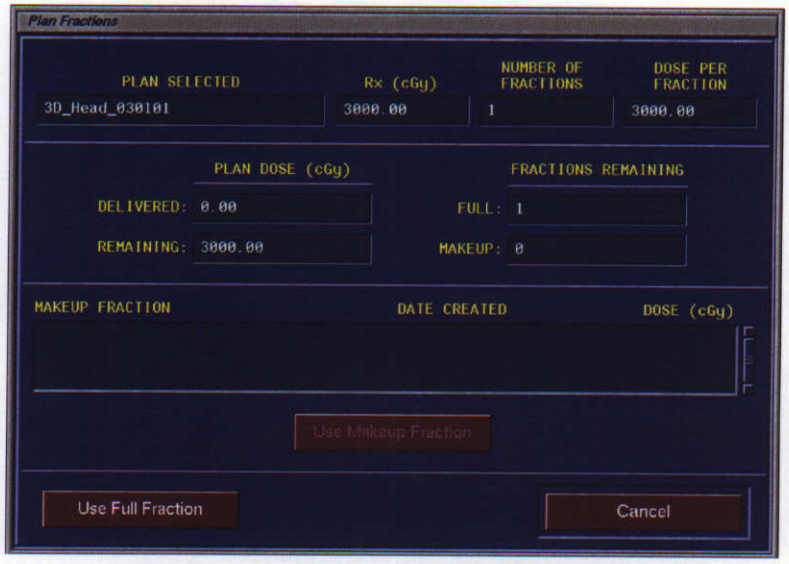

**Figure 6 Treatment Fractions Menu**
**Step 2.** If the treatment has been simulated, then the Plan Fractions window appears (*Figure 6 Treatment Fractions Menu, page 4*). The Treatment Sites window appears when **CANCEL** is clicked.
**NOTE:** The Treatment Data window contains the selected site name. Information on the selected plan appears in the Treatment Data window when the Plan Fractions window (*Figure 6 Treatment Fractions Menu, page 4*) appears.